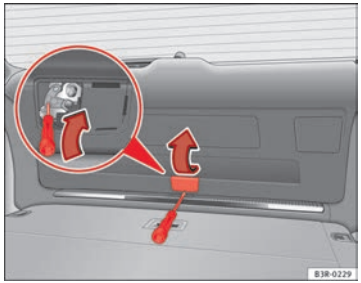

Fig. 76 Detail of the rear lid: emergency unlocking mechanism
– Lift the cover ⇒ Fig. 76 (arrow).
– Insert the screwdriver into the opening ⇒ Fig. 76 (arrow) and push it in the direction of the arrow in order to release the rear lid. ■